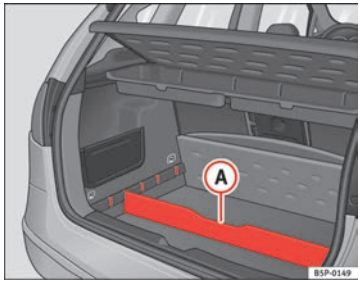

Fig. 106 Luggage compartment divider
– Fit the separator (A) ⇒ Fig. 106, into the side grooves depending on the size of the objects to be transported. The on-board tool kit and the spare wheel are located underneath the luggage compartment.